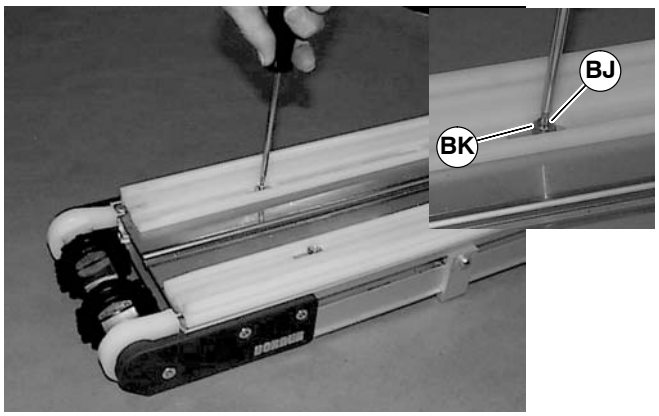

Figure 48
4. Install new wear strip (Figure 48), with bushings (BK) and screws (BJ). Tighten screws to 2.8 N-m.